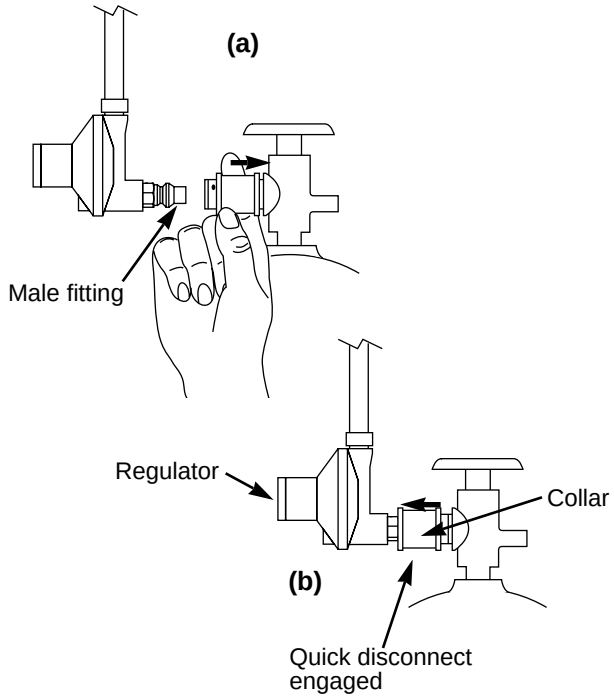

Figure 5
c) Connect the hose to the tank. Route the hose so it does not interfere with the scale indicator rod. Slide back the collar of the quick disconnect on the tank valve. Figure 5 (a). Push the male fitting of the regulator into the quick disconnect, and maintain pressure. Slide the collar closed. Figure 5 (b). If it does not engage or lock, repeat procedure. Gas will not flow unless the quick disconnect is properly engaged.